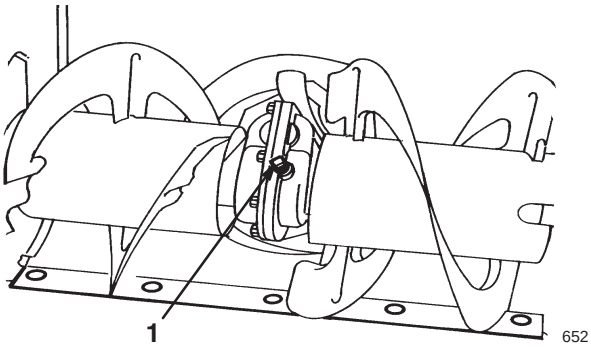

Bild 27
4. Reinigen Sie den Bereich um den Rohrverschluss (Bild 27).
5. Entfernen Sie den Rohrverschluss vom Getriebe (Bild 27).